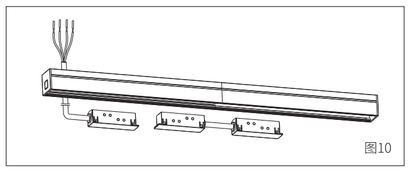

图10
4、把进电端的线穿过导轨的过线孔，然后把进电端压扣进导轨里。如有导轨拼接，则把I型连接器压扣进拼接导轨中间的槽里。如图10;